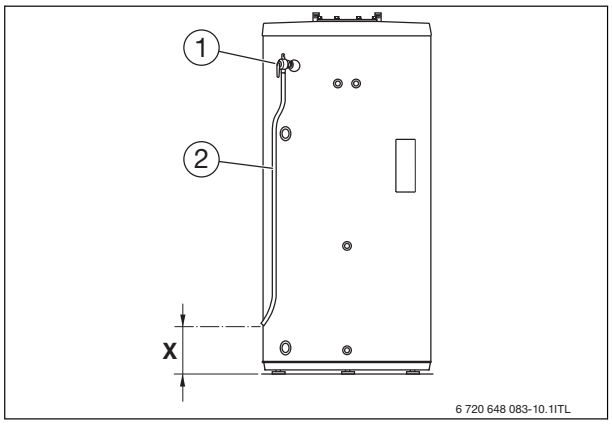

Fig. 14 Monter le conduit d'évacuation sur la soupape de sécurité température et pression
- se terminer au maximum 6 pouces (150 mm) au-dessus du sol (→ fig. 14, [X]).